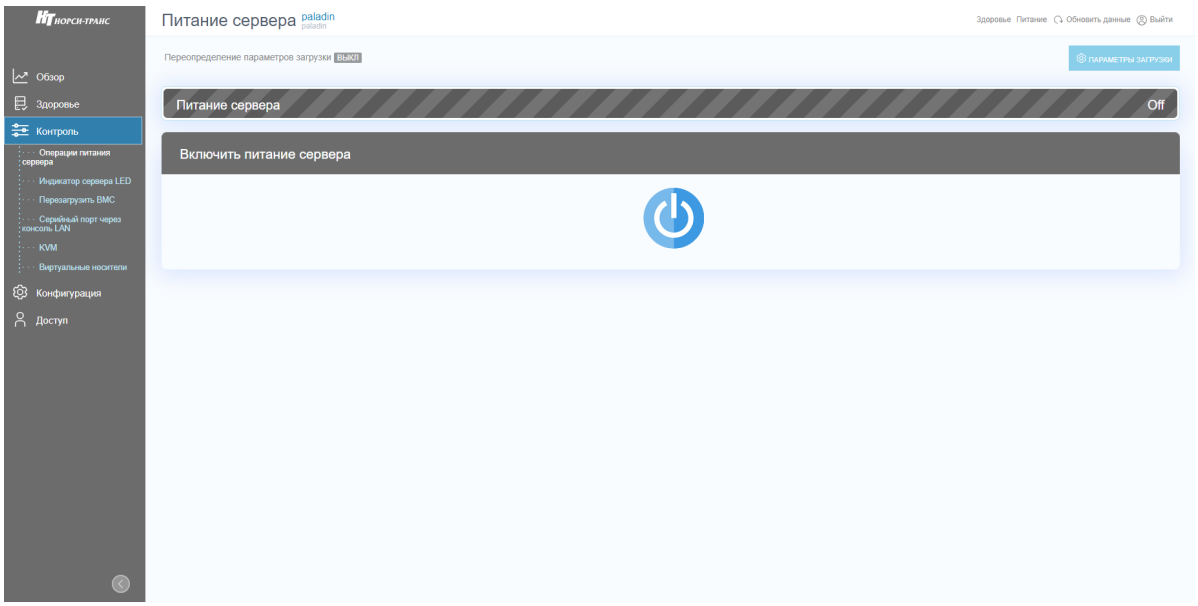

Рис. 68. Окно «Операции питания сервера»
2) Пройдите во вкладку «Контроль» → «Операции питания сервера» в данной вкладке осуществляется управление сервером. В поле «Питание сервера» показано состояние сервера «On» или «Off». В поле «Включить питание сервера» при нажатии на кнопку осуществляется включение и выключение сервера. Окно показано на рис. 68 Окно «Операции питания сервера».